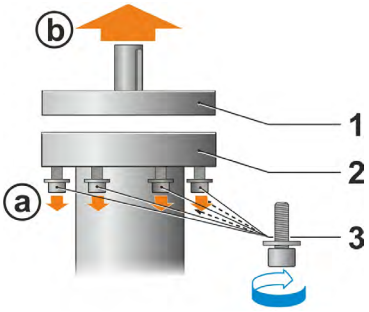

Fig. 2: Desparafusar a flange da unidade linear
a) Desparafusar a flange (fig. 2, item 1) da unidade linear (item 2).